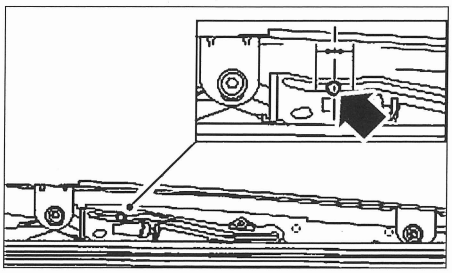

FIG. 82
• Poner los ejes de guía en el centro de la superficie plana del brazo guía de techo corredizo **(fig. 82)**.